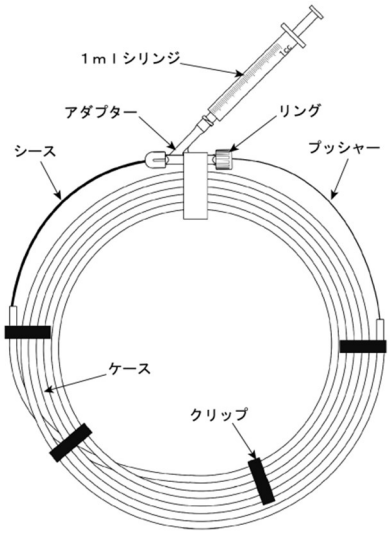

図 7. PVA ロッドの膨潤方法
① 患者の背中肩部に対極板をしっかりと貼る。
② EDG を専用のケーブルパックにセットする。
③ ケーブルパックのアース側リード線と対極板のコードを接続する。
④ マイクロカテーテルのハブに Y アダプターを取り付け、Y アダプターのサイドポートより加圧バックにより加圧されたヘパリン加生理食塩液を持続潅流させる。
⑤ マイクロカテーテルを目的の血管まで挿入する。
⑥ 図 7 の通り、アダプターからシース内にヘパリン加生理食塩液 1mL 程度を注入して、PVA ロッドを膨潤させる。